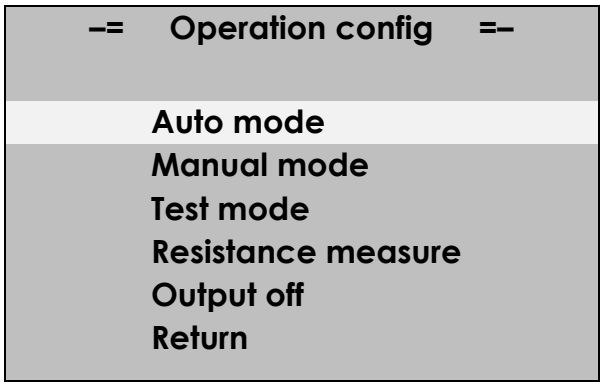

Рисунок 3.5
3.4.4 Меню настройки режима работы **«Operation config»** состоит из следующих команд (рисунок 3.5):